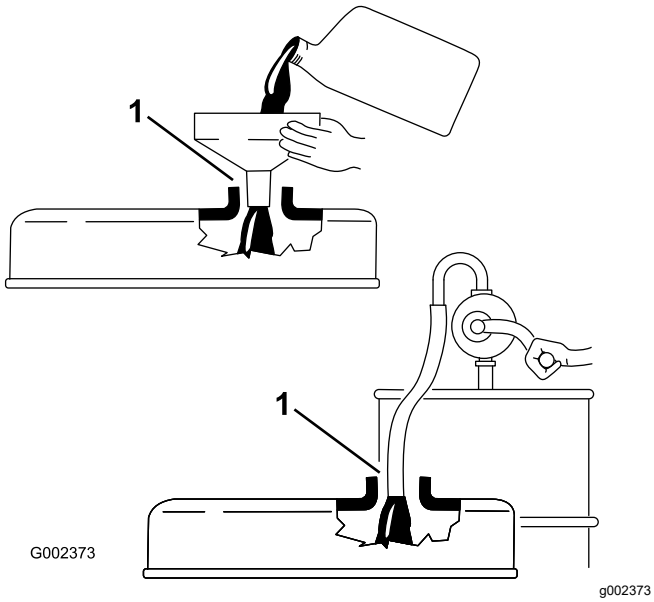

**Figuur 27**
***Belangrijk:*** **Verwijder de peilstok tijdens het bijvullen van de motor met olie. Als u motorolie bijvult, *moet u ervoor zorgen dat er enige afstand is* tussen de vulinrichting en de vulopening in het klepdeksel, zoals is aangegeven in Figuur 27. Deze afstand is nodig voor het ontsnappen van de lucht bij het vullen, dit voorkomt dat de olie de breather (beluchting) buis instroomt.**